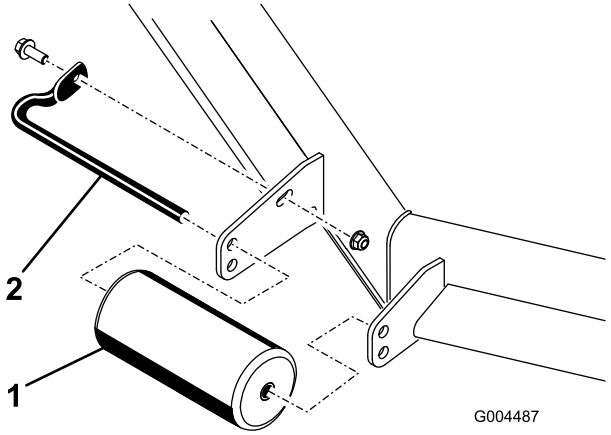
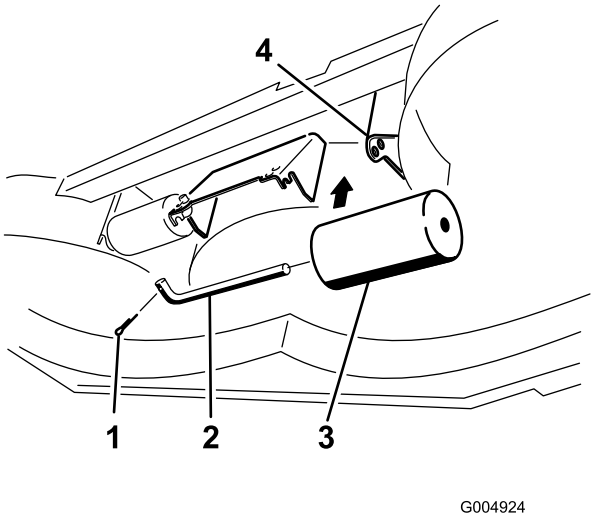

Figura 20
Figura 24
4. Togliete i fermi di fissaggio da ciascun rullo sul piatto di taglio, ed alzate o abbassate i rulli come opportuno; vedere da Figura 20 a Figura 24 come opportuno per il vostro tosaerba.